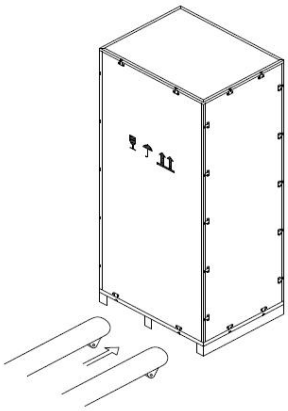

Figure 2-2 Transport to the designated site
2) Transport the equipment to the designated site by forklift, as shown in Figure 2-2.